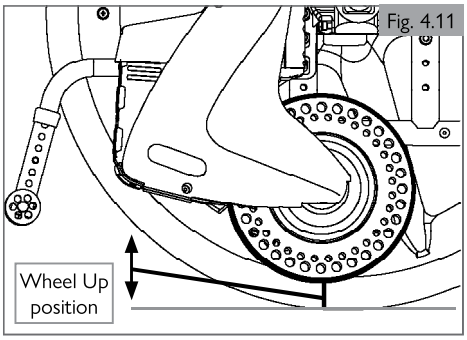
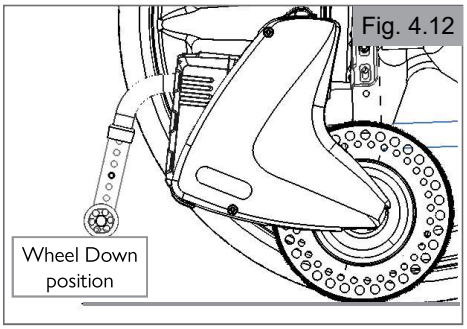

Fig. 4.11
Fig. 4.12
4.3 Attachment of the R90 to the receiver (Fig. 4.11 - Fig. 4.14)
Prior to attaching the device on to the wheelchair for the first time, it must be set to the correct attachment position. The correct attachment position is known as the wheel up position. This is the same position that will allow the device to be elevated off the ground while remaining attached to the wheelchair. The second position is the wheel down position. The wheel up position and the wheel down position are shown in Fig. 4.11 and Fig. 4.12. The device must be attached to the receiver while in the wheel up position. The wheel down position is used when the device is assisting with the propulsion of the wheelchair.